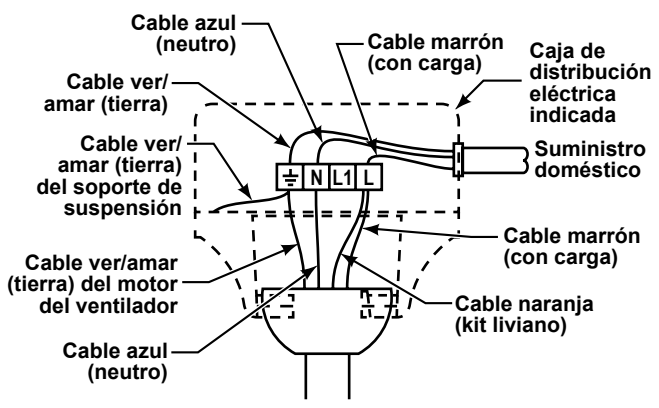

Figura 1
2. Conecte el cable azul del motor del ventilador al cable de suministro azul (neutro) con el conector de cables suministrado. Conecte el cable marrón del motor del ventilador y el cable naranja al cable con carga (generalmente negro pero marcado como cable con carga con una franja roja) (Figura 1). Asegúrese de que todas las conexiones estén seguras.